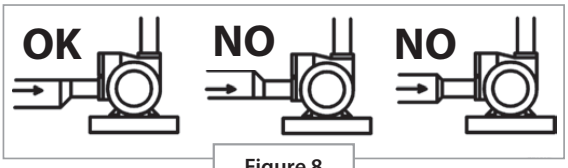
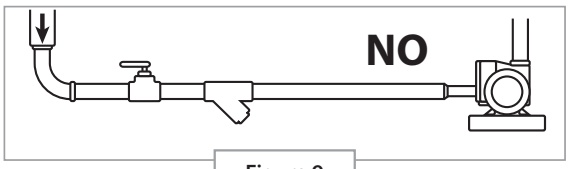

Figure 8
Figure 9
8. Use only eccentric reducers with the flat side up when changing pipe size horizontally. **Figure 8**. Concentric reducers may be used if reducing line size vertically, and as close as possible to the internal valve outlet. The use of bushings is not recommended. **Figure 9**.